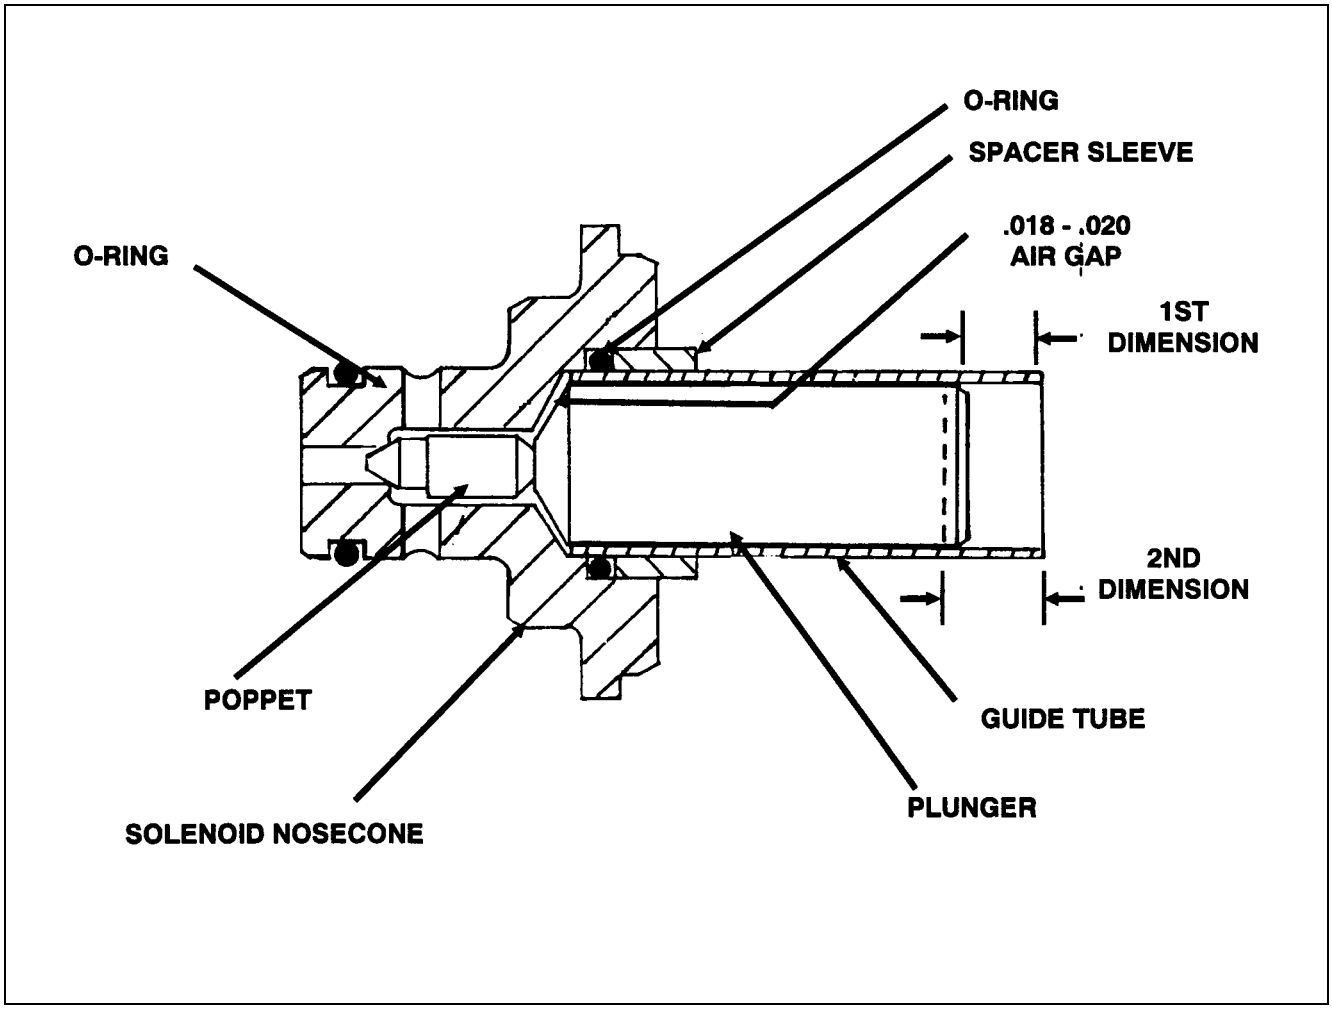

Figure 2-31. Racine Proportional Air Gap Adjustment, Machines Built Prior To Mid 1987.
NOTE: *The assembly in Figure 2-31 includes select fit parts in order to maintain a proper air gap. These parts must remain as an assembly or if disassembled, controlled to insure that these component parts are not intermixed with similar parts.*
a. *With all parts assembled as shown in Figure 2-31, use a depth mike or other measuring instrument to determine the distance from the end of the guide tube to the exposed end of the plunger. Record this dimension.